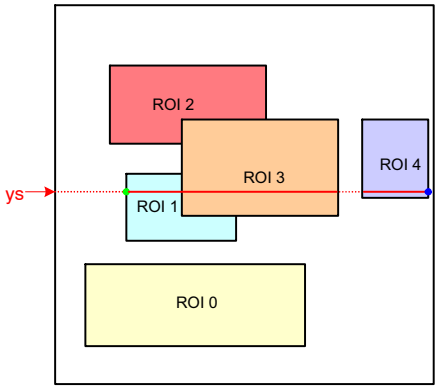

Figure 23. Scanning the Image Array with Five Windows
Figure 23 illustrates a practical example of a configuration with five windows. The current position of the read pointer (ys) is indicated by a red line crossing the image array. For this position of the read pointer, three windows need to be read out. The initial start position for the x−kernel pointer is the x−start configuration of ROI1. Kernels are scanned up to the ROI3 x−end position. From there, the x−pointer jumps to the next window, which is ROI4 in this illustration. When reaching ROI4's x−end position, the read pointer is incremented to the next line and xs is reinitialized to the starting position of ROI1.
- The read pointer is not necessarily incremental by one, but depending on the configuration, it can jump in y−direction. In Figure 23, this is the case when reaching the end of ROI0 where the read pointer jumps to the y−start position of ROI1